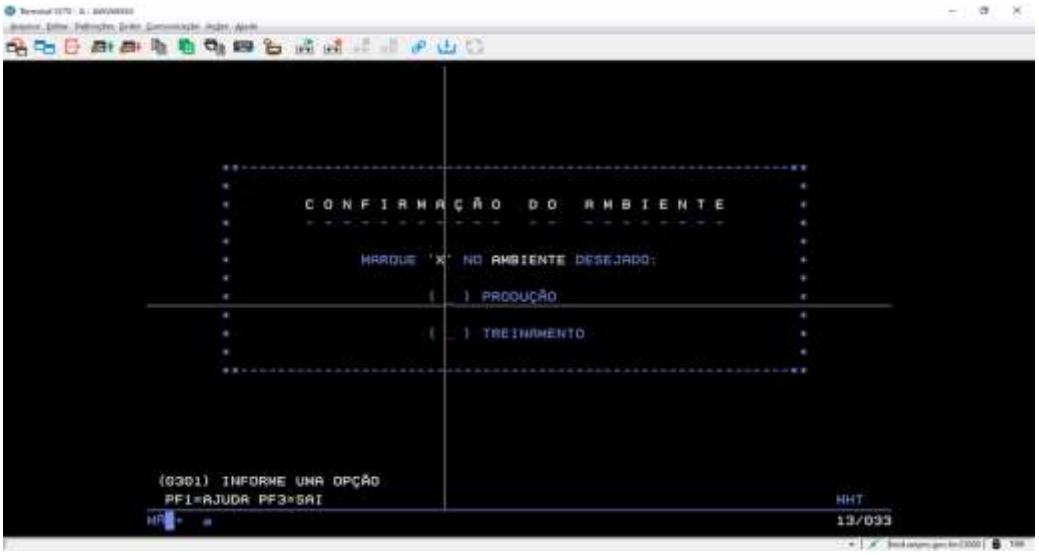

Figura 5: Tela de Confirmação do ambiente desejado
- Marcar "X" na opção "Produção" e pressionar o botão "Enter"(Figura 5);